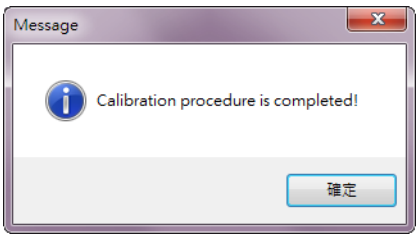

Figure 6-4 Calibration successful message
4. If the calibration is successful, the message shown in Figure 6-4 will be displayed. Press the “OK” button to end the calibration.